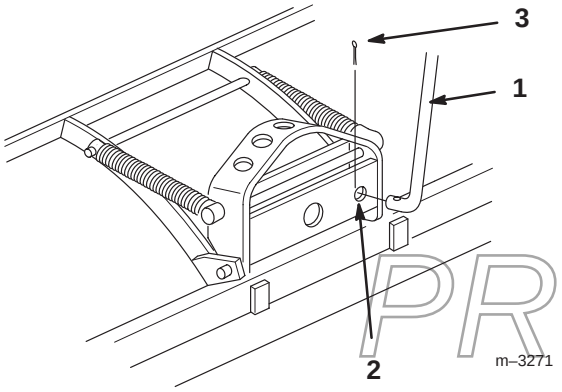

Figure 2
2. Insert the control rod (end without the washer welded on) in 1/2” (13 mm) hole in bottom plate of channel. Secure control rod with a 1/8 x 1” (25 mm) cotter pin between plates (Fig. 2).